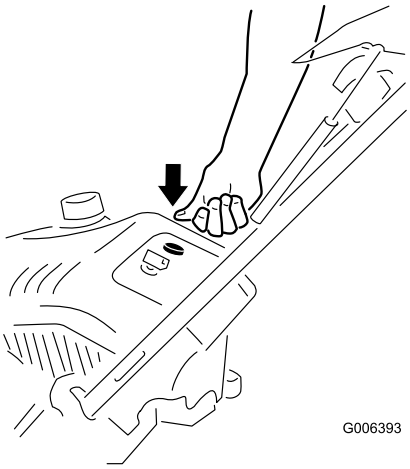

Figur 13
3. Skub spædepumpen ind tre gange med tommelfingere, og hold spædepumpen inde i et sekund, før den slippes hver gang (Figur 13).